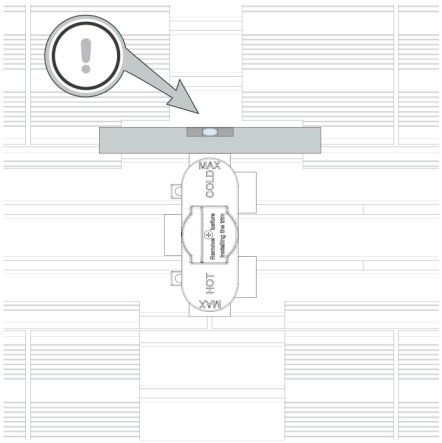
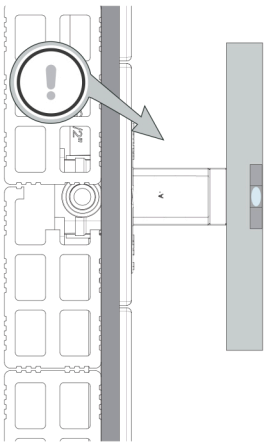
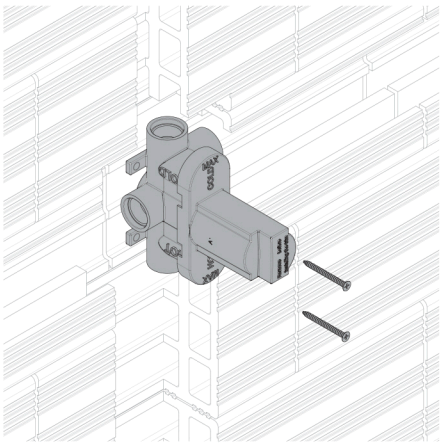
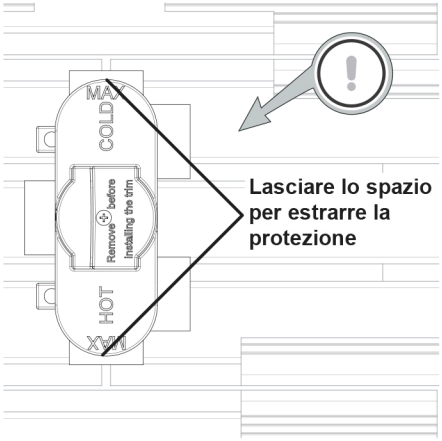

fig. 1
fig. 2
fig. 3
fig. 4
Posizionare il corpo incasso sul muro grezzo verificando che il corpo sia perfettamente in bolla (fig.1).Verificare che le quote della parete finita rientrino nelle misure MIN e MAX indicate sul rubinetto (fig.2). Nel caso si verifichi che la quota finita della parete sia superiore alla quota MAX, inserire uno spessore sotto la base di fissaggio del corpo incasso raggiungendo la quota indicata. Nel caso in cui si verifichi che la quota finita della parete sia inferiore alla quota MIN, fare un incasso sulla parete raggiungendo la quota indicata. Procedere con il fissaggio del corpo con le viti incluse nella confezione (fig.3).Tenere la misura del foro del muro di 136 mm per dare la possibilità di estrarre la protezione e per una futura manutenzione del prodotto (fig.4).
Place the built-in part on the unfinished wall, making sure the concealed valve is level (fig.1) Verify that the measurement of the finished wall are within the MIN and MAX measurements indicated on the tap (fig.2). If the finished wall measurement is greater than the MAX measurement, fit a spacer under the fixing base of the concealed valve to reach the indicated measurement. If the finished wall measurement is less than the MIN measurement, make a recess in the wall to reach the indicated measurement. (fig.3). Keep the wall hole size of 136 mm to give the possibility to extract the protection and for a future maintenance of the product (fig.4).
Positionner le corps d' encastrement sur le mur brut en vérifiant que la dimension du mur fini soit comprise dans les dimensions MINI et MAXI indiquées sur le robinet (2). Dans le cas où la dimension finie du mur serait supérieure à la dimension MAXI, insérez une épaisseur sous la base de fixage du corps à encastrement pour atteindre la dimension indiquée. Dans le cas où la dimension finie du mur serait inférieure à la dimension MINI, faire un renfoncement dans le mur pour atteindre la dimension indiquée. Procéder à la fixation du corps avec les vis incluses dans le paquet (fig.3). Maintenir la taille du trou du mur de 136 mm pour pouvoir extraire la protection et pour la maintenance futur du produit (fig.4).
Den Einbaukörper an der unverputzten Wand positionieren und dabei sicherstellen, dass er waagerecht ist (Fig. 1). Versichern Sie sich auch, dass sich die Maße der verputzten Wand innerhalb der auf dem Hahn angegebenen MIN. und MAX.-Maße bewegen (Fig. 2). Falls festgestellt wird, dass das Maß der verputzten Wand höher als das MAX.-Maß ist, ein Distanzstück unter die Befestigungsbasis des Einbaukörpers einfügen, um das angegebene Maß zu erreichen. Falls festgestellt wird, dass das Maß der verputzten Wand niedriger als das MIN.-Maß ist, eine Versenkung in der Wand vorsehen, um das angegebene Maß zu erreichen. Den Einbaukorper mit den vorhandenen Schrauben fixieren (Fig. 3). Behalten Sie die Größe der Wandöffnung von 136 mm bei, um die Möglichkeit zu geben, den Schutz zu entfernen und um zukünftige Produkte warten zu können (Fig.4).
Colocar el cuerpo empotrado en la pared controlando que esté perfectamente nivelado (fig. 1). Controlar que las medidas en la pared acabada respeten las medidas MÍNIMA y MÁXIMA indicadas en el grifo (fig. 2). Si la medida final de la pared supera la medida MÁXIMA, hay que insertar un espesor debajo de la base de fijación del cuerpo empotrado hasta alcanzar la medida indicada. En el caso de que la medida final de la pared sea inferior a la medida MÍNIMA, hay que realizar un hueco en la pared hasta alcanzar la medida indicada. Fijar el empotre con los tornillos suministrados (fig. 3). Mantenga el tamaño del agujero de la pared de 136 mm para dar la posibilidad de extraer la protección y para un futuro mantenimiento del producto (fig.4).
Установить встроенную часть на необработанную стену, убедившись, что встроенная часть расположена идеально ровно (рис.1). Проверите, чтобы отметка готовой стены с отделкой не выходила за пределы контрольных отметок MIN и MAX , указанные на смесителе(рис.2). Если обнаружится, что отметка готовой стены меньше минимальной, сделать углубление в стене, достигнув требуемой отметки. Зафиксировать встроенную часть винтами, которые идут в комплекте(рис.3). Держите отверстие в стене размером 136 мм, чтобы дать возможность снять защиту и для дальнейшего обслуживания продукта (рис.4).